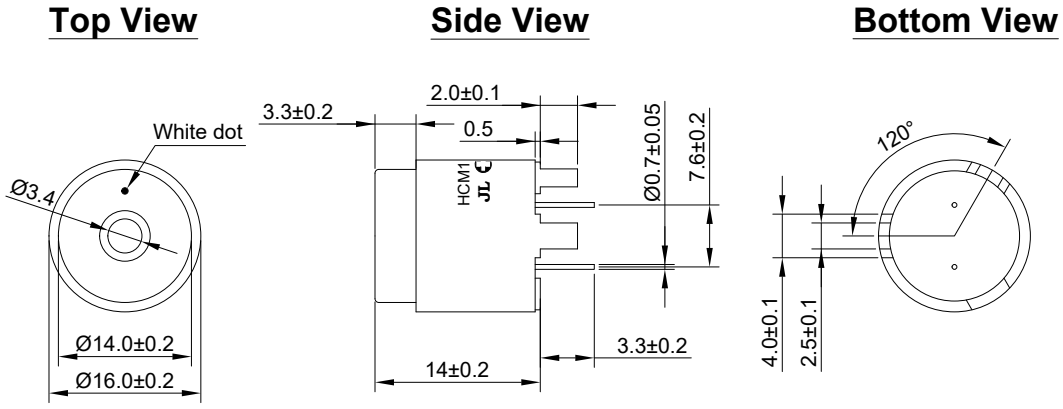

**Figure 4. HCM1612G/603 Mechanical Layout**
**4.3.1.** Layout and Dimension : See Section 6, Figure 4